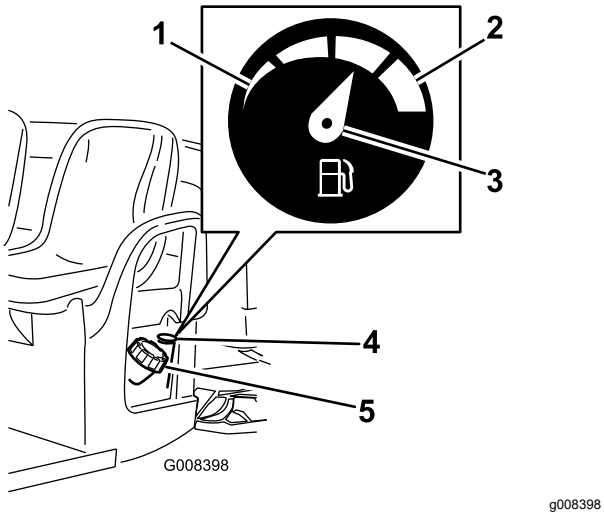

Figur 17
4. Rengør området omkring brændstoftankens dæksel (Figur 17).